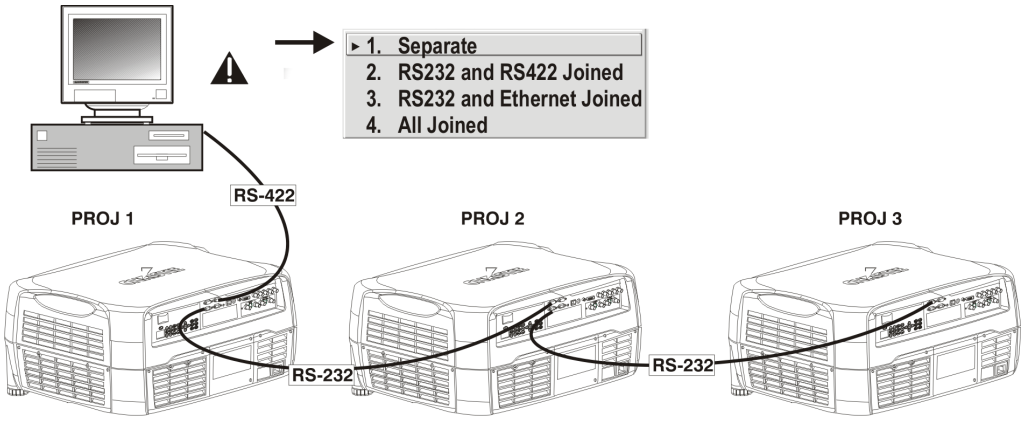

***Figure 2.12. RS232 Network***
**RS-232 NETWORK:** If you want to connect multiple projectors in a network with serial communication, connect the controlling source to the RS232 IN connector of the first projector in the network. Then take another serial communication cable and connect one end to the RS232 OUT connector and the other end to the RS232 IN connector of the next projector. Continue this pattern of connection with all projectors in the network. The last projector in the network will only have a connection to the RS232 IN connector. See Figure 2.12.